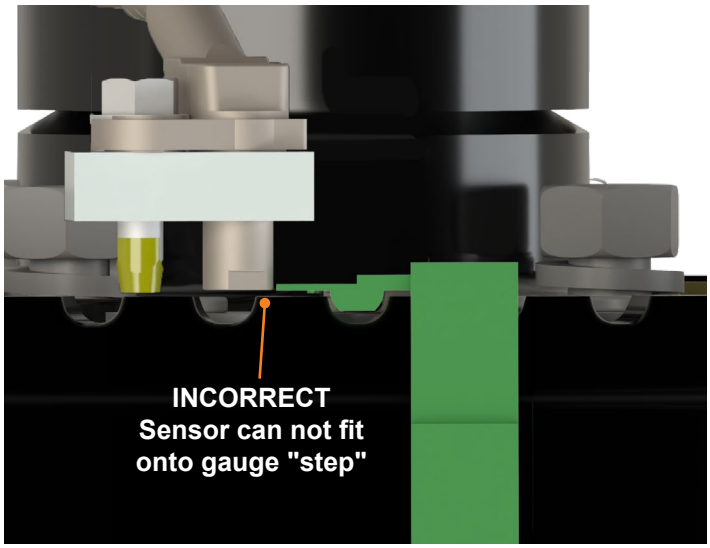

Fig.23
A. If the air gap is **less** than 1mm and/or the sensor can not fit onto the first “step” of the gauge **(Fig. 23)**, remove the sensor and silver shim. Reinstall the sensor onto the back plate, this time using the large yellow-colored shim. Set the mounting bolt torque to 5 ft-lb.